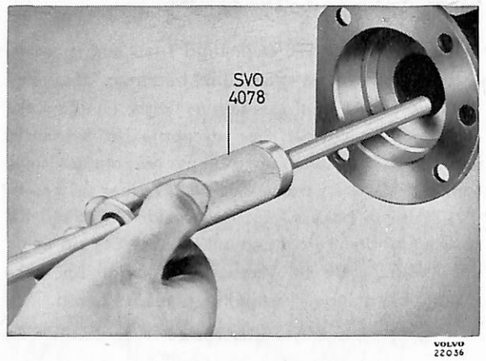

Bild 3. Demont. av tätningsring.
3. Drag ut tätningsringen med hjälp av SVO 4078, bild 3.